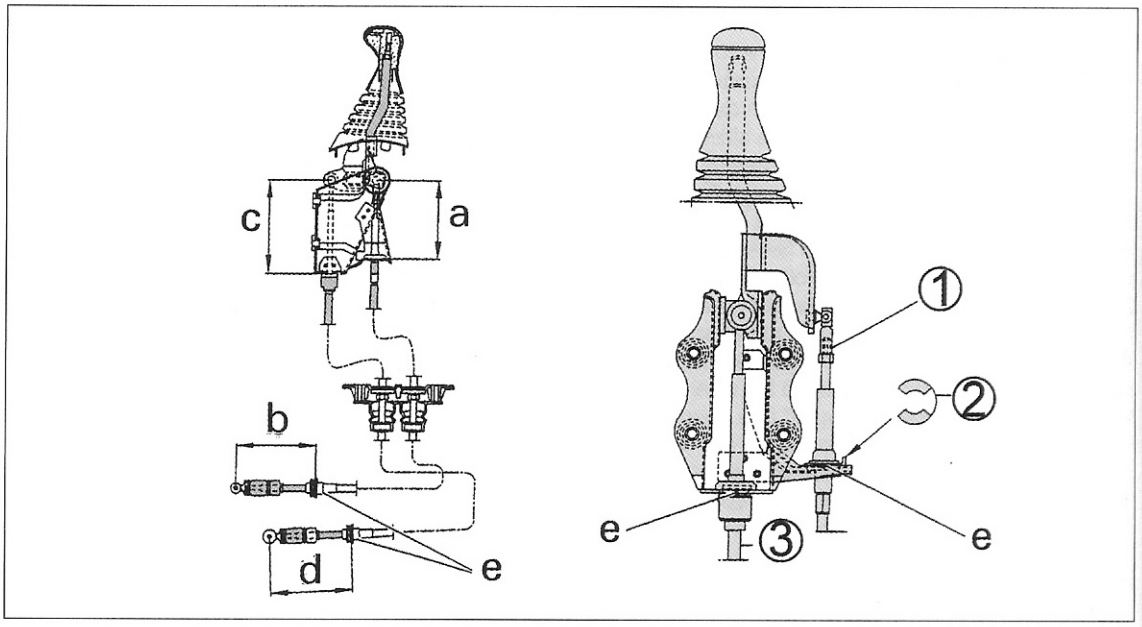

Bild 209
Der Aus- und Einbau der Schaltseile bringt keine Schwierigkeiten mit sich. Die Schaltseile sind auf der Seite des Getriebes und des Schalthebels mit „C"-förmigen Clips an einem Widerlager befestigt. Bild 209 zeigt die Befestigung der beiden Seile und des Schalthebels.
- Falls erforderlich die Kugelkopfverbindung des Schaltseils (1) in Bild 209 aushängen, die Kontermutter am Seilende lockern und das Endstück verdrehen, bis das Maß hergestellt ist. Die Einstellung muss man durch mehrere Versuche auf den richtigen Wert bringen. Zu beachten sind jedoch verschiedene Maße, je nach eingebautem Getriebe: